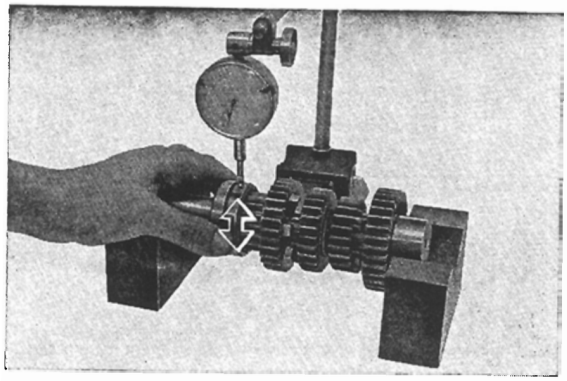

Fig. 3.113 Measuring bearing diametrical clearance
6. Double row ball bearing clearance (M, C) **(Fig. 3.113)**